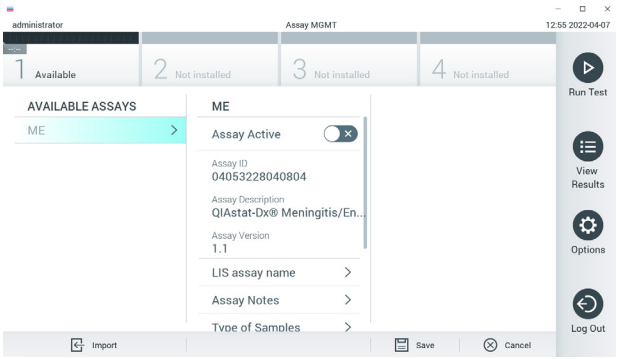

**Figura 25**. Pantalla Assay Management (Administración de ensayos).
2. Pulse el botón Options (Opciones) y, a continuación, el botón Assay Management (Administración de ensayos). Aparecerá la pantalla Assay Management (Administración de ensayos) en la zona de contenido de la pantalla (figura 25).